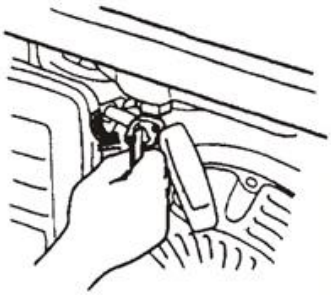

Рис. 22
4.3 Включіть паливний кран (Рис. 22)